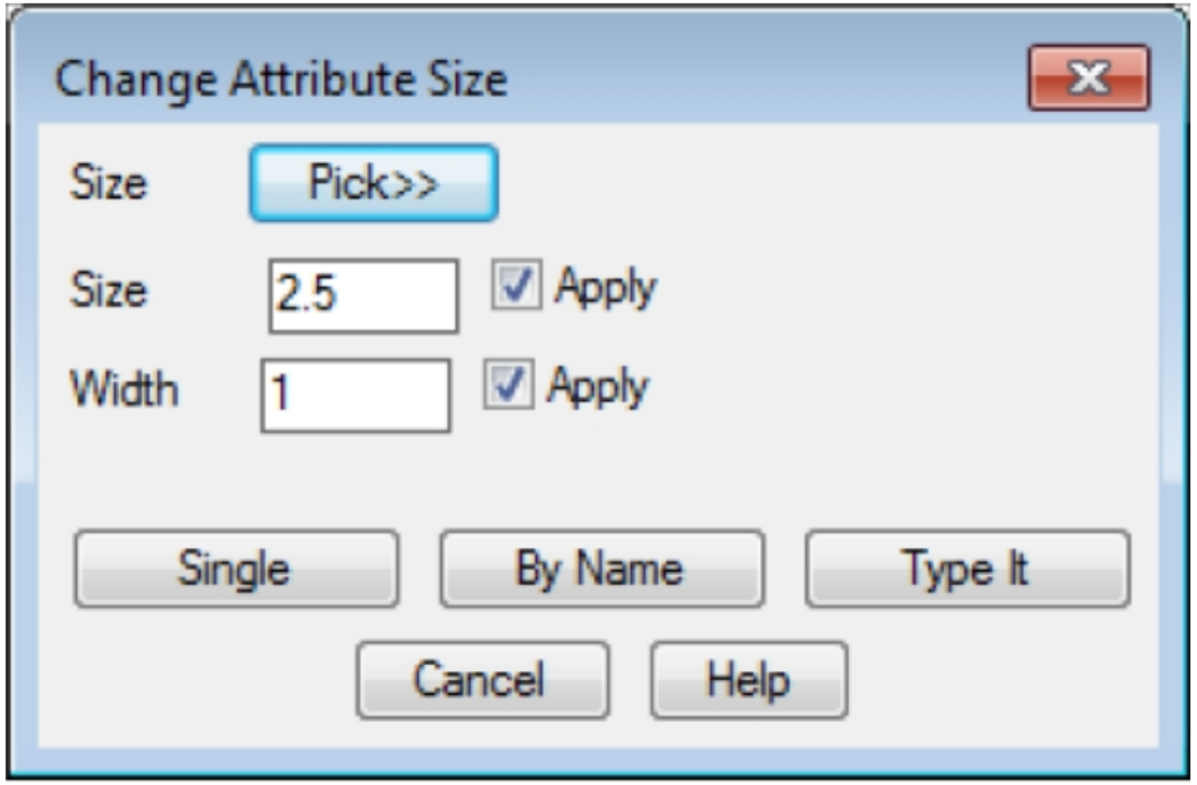

Figure-36. Change Attribute Size dialog box
- Click on the **Attribute Size** option from the cascading menu. The **Change Attribute Size** dialog box will be displayed; refer to Figure-36.